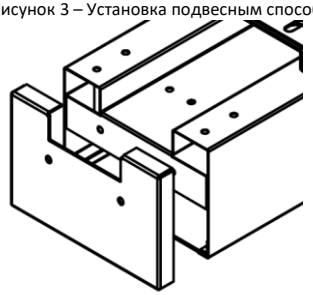

Рисунок 5 – Снимите боковую крышку.
5.5.2. Снимите боковую крышку со стороны соединения светильников, для этого извлеките пластиковые заклепки при помощи подручного тонкого инструмента (см. рисунок 5). Соблюдайте меры безопасности чтобы не пораниться.